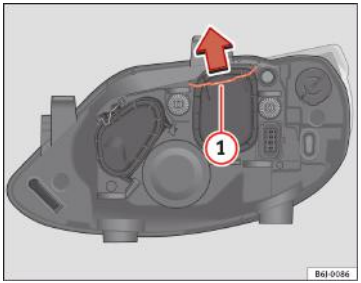

Fig. 153 Farurile fază scurtă
– Deplasați banda de fixare ⇒fig. 153 (1) în direcția indicată de săgeată şi scoateți capacul.